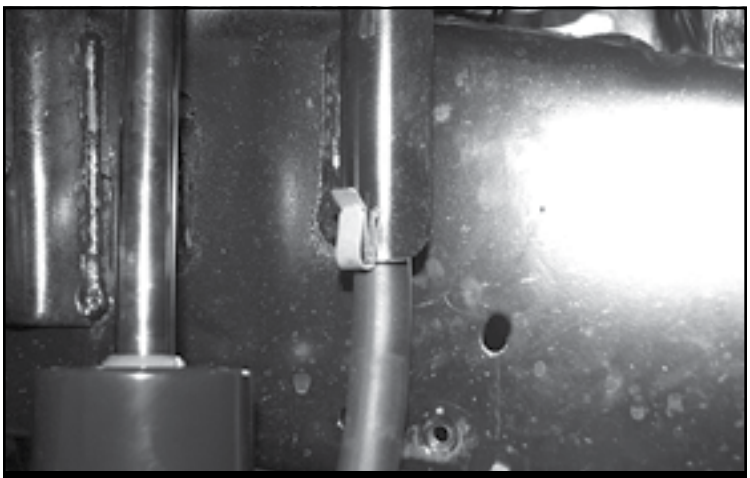
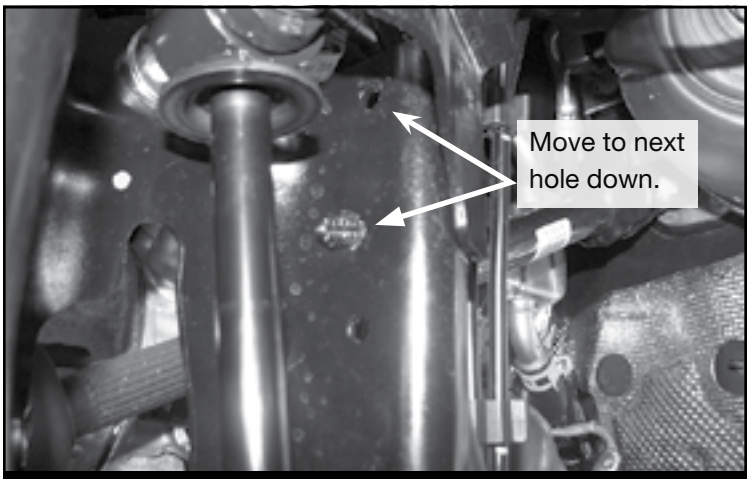

FIGURE 27 - STEP 25
FIGURE 28 - STEP 25
25. Reinstall the diff breather hose by moving the metal clip up the hose 2” **SEE FIGURE 27** and the christmas tree fastener into the next hole down. **SEE FIGURE 28.**